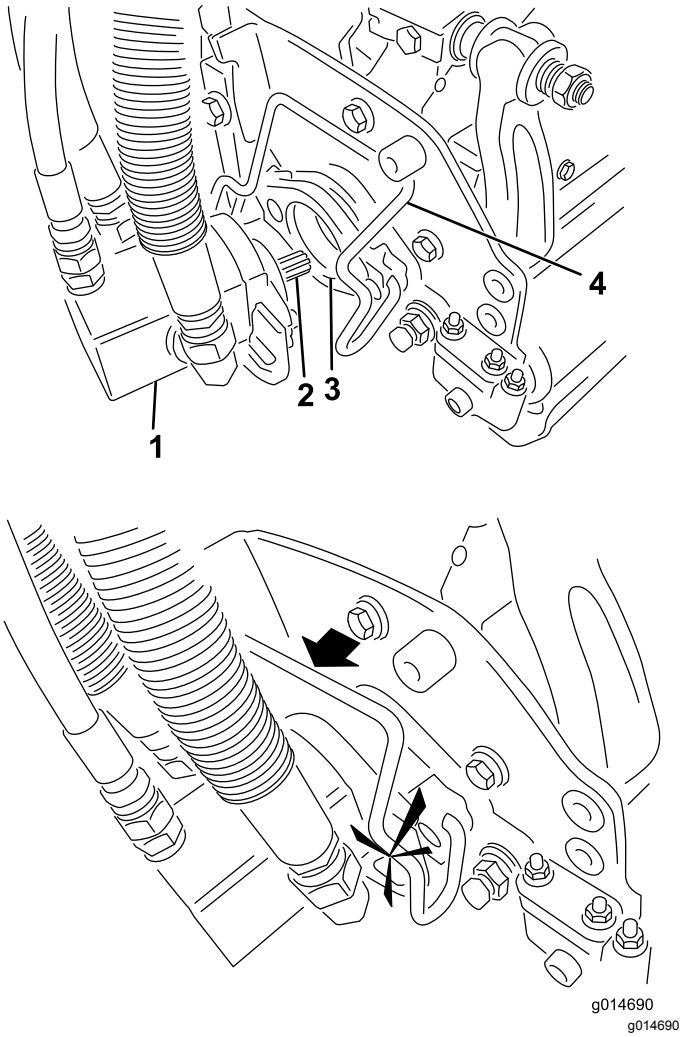

Figur 45
5. Kom rent smørefedt på notakslen på klippeenhedens motor (Figur 45).
6. Sæt motoren ind i klippeenhedens venstre side (set fra førersædet), og træk motorens holdestang på klippeenheden i motorens retning, indtil du hører et klik fra begge sider af motoren (Figur 45).